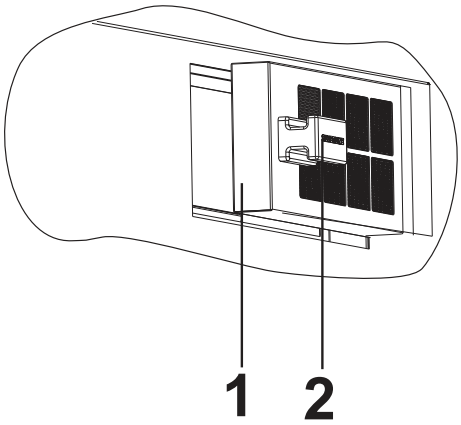

Abb. 18
1. Entfernen Sie den Aktivkohlefilter mit dem Magneten (Abb. 18).